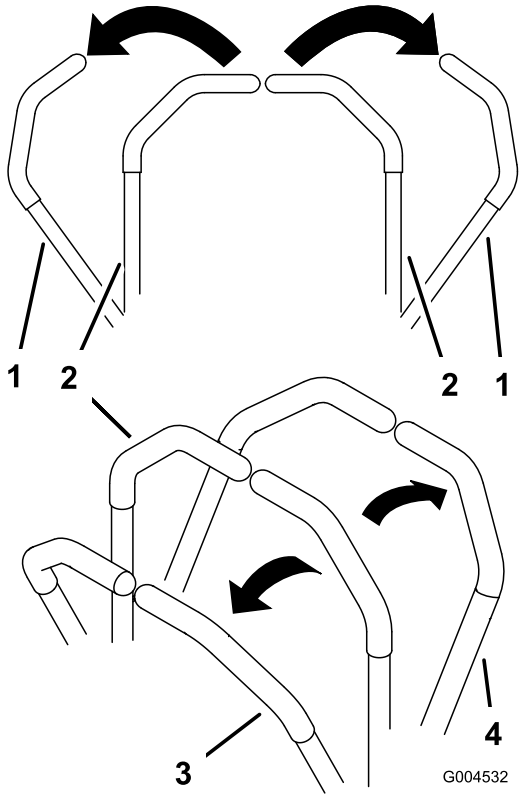

Figuur 18
3. Om vooruit te rijden, duwt u de rijhendels langzaam naar voren (Figuur 18).
Om in een rechte lijn te rijden, moet u gelijkmatige druk uitoefenen op beide rijhendels (Figuur 18).
Om te draaien, beweegt u de rijhendel naar de neutraalstand, in de richting waarin u wilt draaien (Figuur 18).
2. Om achteruit te rijden, trekt u de rijhendels naar achteren (Figuur 18).
Om te draaien, vermindert u de druk op de rijhendels in de richting waarin u wilt draaien (Figuur 18).